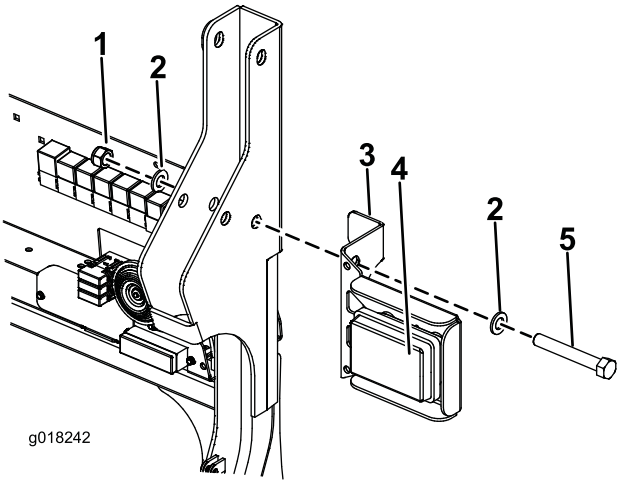

Figura 3
9. Alinee el taladro superior del soporte de la luz trasera derecha con el taladro del ROPS, e inserte el perno M16 x 110 mm nuevo (Figura 3). Reutilice las arandelas existentes.